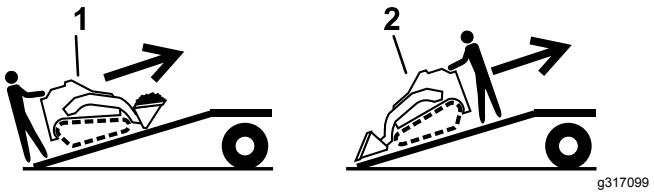

**Figur 19**
5. Lasta maskinen på släpet med den tyngre änden upp mot rampen och håll lasten nära marken (Figur 19).